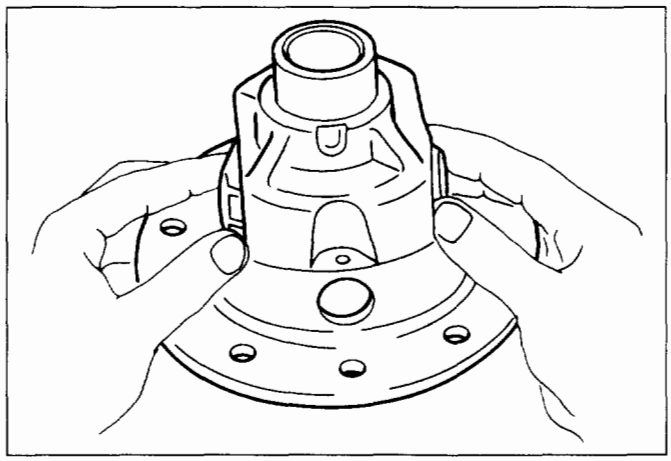

Fig. 4C-67
- Install the pinion gear by engaging it with the side gears while turning both pinion gears simultaneously in the same direction (Fig. 4C-67).